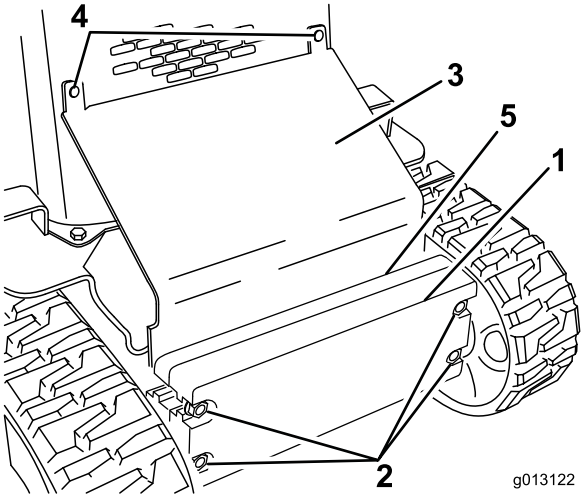

**Figuur 26**
2. Draai de bouten los waarmee de gewichten zijn vastgezet (Figuur 26).
3. Verwijder de slotbouten en moeren waarmee het schuine scherm is bevestigd (Figuur 26).
10. Schuif de schuine plaat tussen het frame en de gewichten en bevestig de plaat aan de voorschermgrille met behulp van de slotbouten en moeren die u eerder hebt verwijderd (Figuur 26).
11. Draai de bouten vast waarmee de voorgewichten zijn vastgezet (Figuur 26).